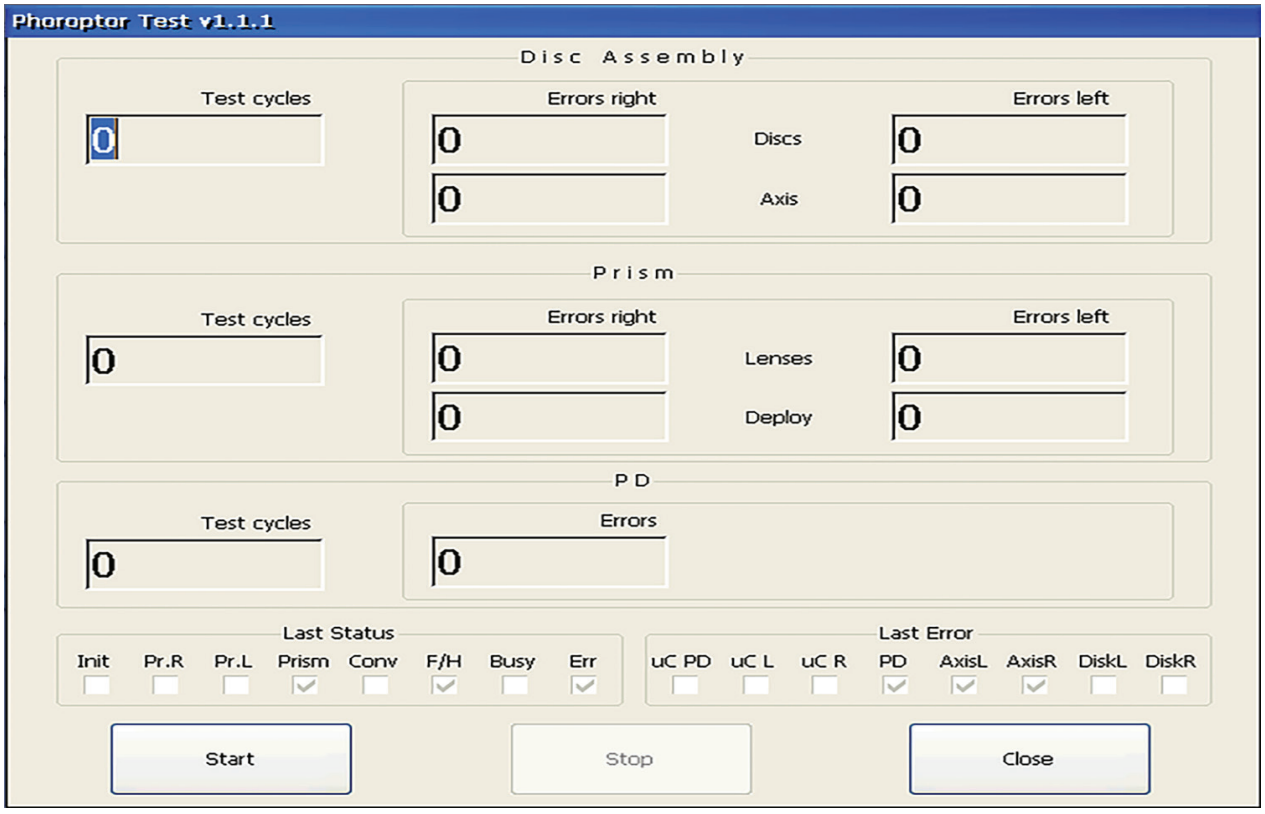

Figura IS-34, Pantalla de la Prueba del Phoroptor
1. Elija **PRUEBA DEL PHOROPTOR** para comprobar el funcionamiento del cabezal Phoroptor. (Mire la Figura IS-34).